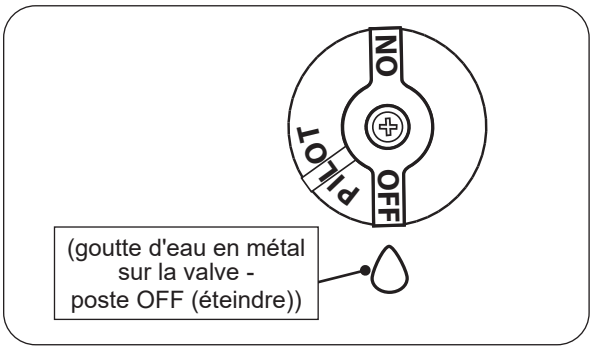

Fig. 55-2 Arrêt du pilote
2. Localisez la vanne sur le côté de l'unité. Pousser le gazbouton de commande légèrement et tourner dans le sens des aiguilles d'une montre ↷ sur **OFF** (éteindre) (voir Fig.55-2).
Appuyez légèrement sur le bouton de contrôle et tournez-le dans le sens des aiguilles d'une montre ↷ pour **OFF** (éteindre). Ne force pas. Voir Fig.55-2.